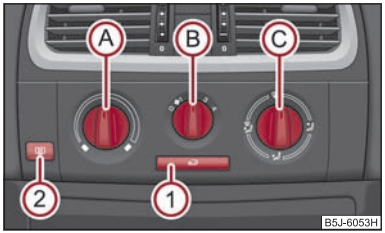

Fig. 88 Heating: Control elements
You can set the air supply to the individual vents with the air distribution control (C) ⇒ page 79, fig. 88. Air outlet vents **3** and **4** can also be opened or closed individually.
- Turn the control dial (A) ⇒ fig. 88 to the right in order to increase the temperature.
- Turn the control dial (A) to the left in order to increase the temperature.